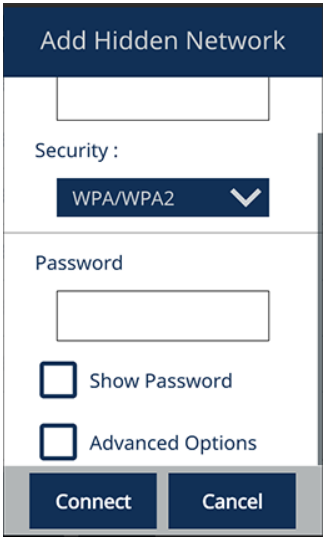

Рис. 4-27 Окно Добавить скрытую сеть
2. Введите **Имя сети** и **Пароль** в диалоговом окне **Добавить скрытую сеть** (см. Рис. 4-27 на стр. 139).